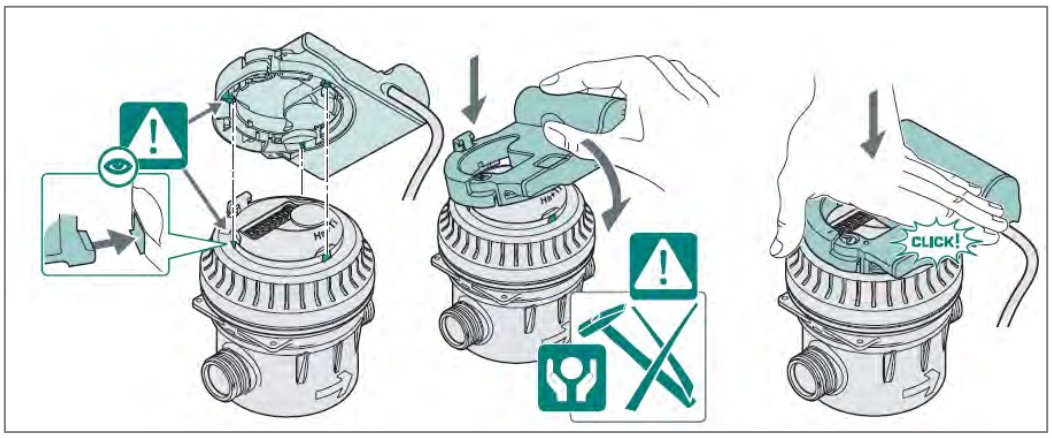

Abb. 6
- Den Ring *nur mit den Händen* gegen den Zähler drücken, bis er einrastet. Keinen Hammer oder ähnliche Werkzeuge verwenden. Es handelt sich um ein elektronisches Produkt, das vorsichtig behandelt werden muss (Abb. 6).